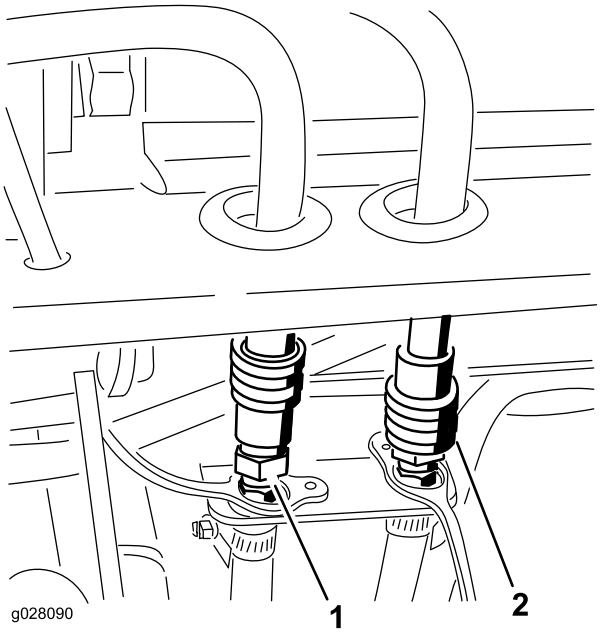

**Rysunek 68**
2. Podłącz przewód ciśnieniowy i powrotny nagrzewnicy kabiny do złączy w punkcie mocowania ramy tylnej (Rysunek 68).